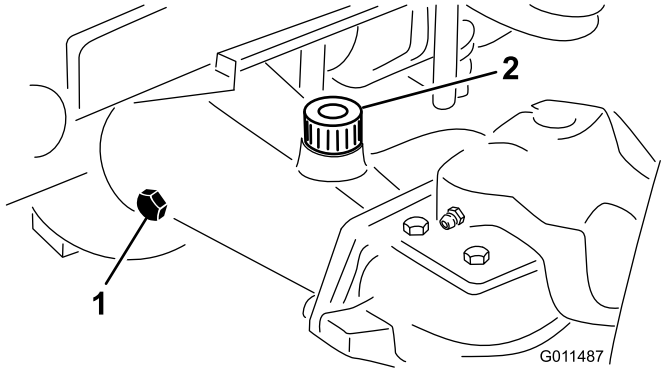

Figura 14
2. Retire o tampão de verificação que se encontra numa das extremidades do eixo (Figura 14) e certifique-se de que existe lubrificante até ao fundo do orifício. Se o nível estiver baixo, retire o tampão de enchimento (Figura 14) e adicione lubrificante suficiente para o nível de lubrificante subir até ao fundo do orifício do tampão de verificação.